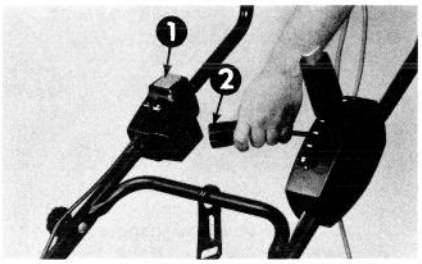

Afbeelding 7
1. Steek de stekker van het verlengsnoer in het kontakt van de veiligheidsschakelaar op de motor (Afb. 7).